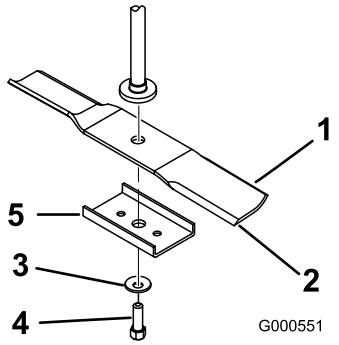

Figur 49
Hold knivenden ved hjelp av en fille eller en tykk hanske. Fjern knivbolten, bueskiven, knivoppstrammeren og kniven fra spindelakselen (Figur 49).
1. Monter kniven på spindelakselen (Figur 49).
2. Monter kniven, holderen, bueskiven (den hule siden skal vende mot kniven) og knivbolten (Figur 49).